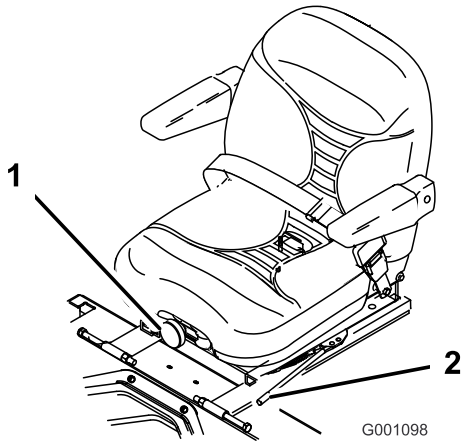

Figura 19
1. Mueva la palanca lateralmente para desbloquear el asiento (Figura 19).
Para ajustarlo, gire el pomo situado en la parte delantera en cualquier sentido hasta encontrar la posición más cómoda (Figura 19).